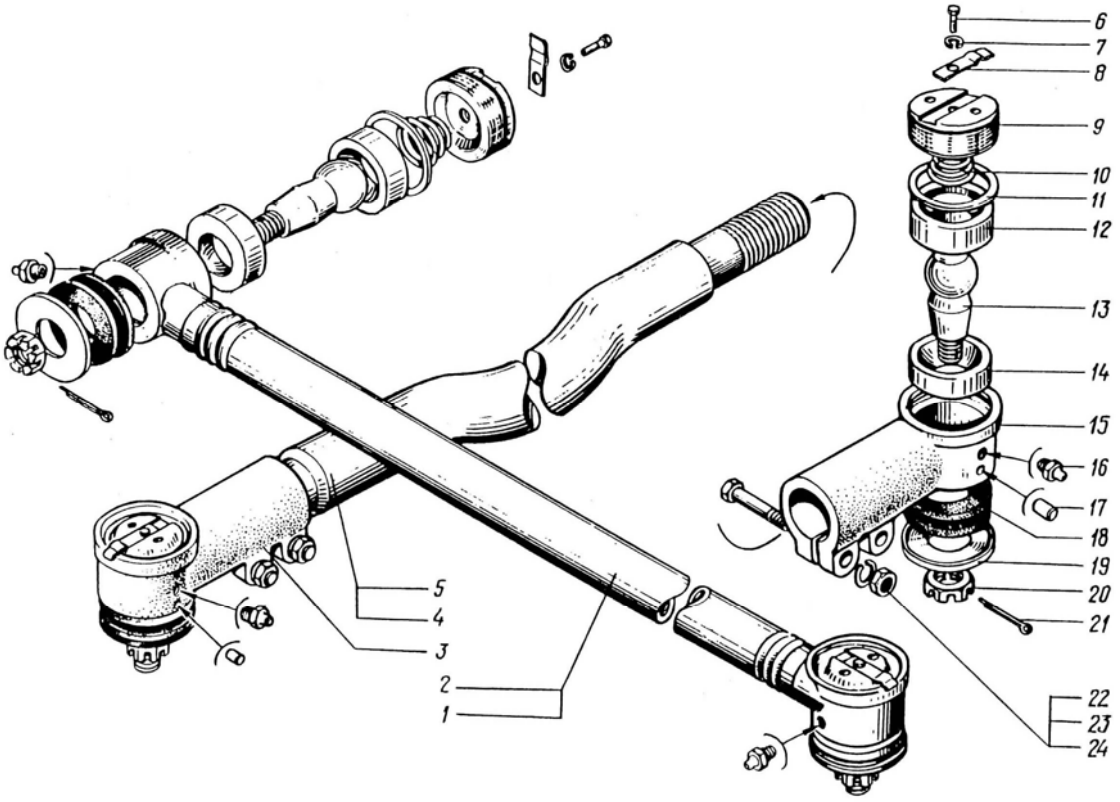
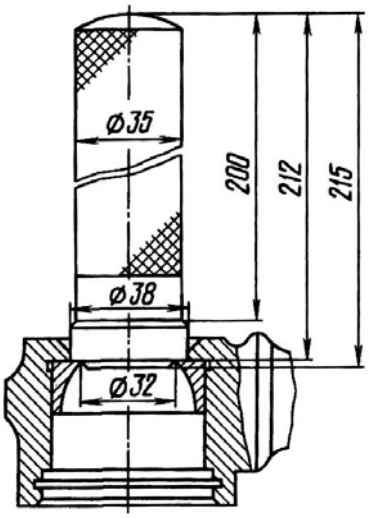

Рис.81. Рулевые тяги:
Рис.82. Выпрессовка сухаря шарового пальца
Продольная рулевая тяга трубчатая (рис.81), с двумя шаровыми шарнирами. Шарнир имеет пружину 10 и два сферических сухаря 12 и 14, между которыми располагается головка шарового пальца 13 пружина удерживается в сжатом состоянии посредством пробки 9 и пластины стопорной 8.
Поперечная рулевая тяга (рис.81) представляет собой изогнутую штангу с навернутыми на ее концы наконечниками 15, в которых закреплены шаровые пальцы 13. С помощью наконечников 15 можно изменять длину тяги и регулировать схождение колес.
4. С помощью оправки (рис.82) выпрессовать из головки наконечника 15 (рис.81) нижний сферический сухарь 14.
1. Установить и зажать рулевую тягу в тисках, запрессовать в наконечник 15 тяги (рис.81) нижний сферический сухарь 14 и заложить смазку ЛИТОЛ-24.